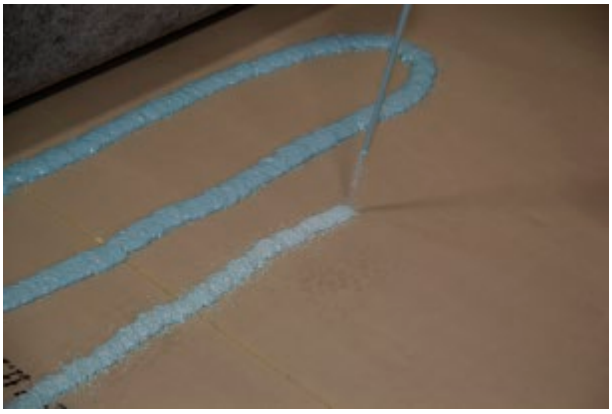

Fig 2. Bead Application
3. **Bead Application and Coverage Rates** (See Figure 2 above)